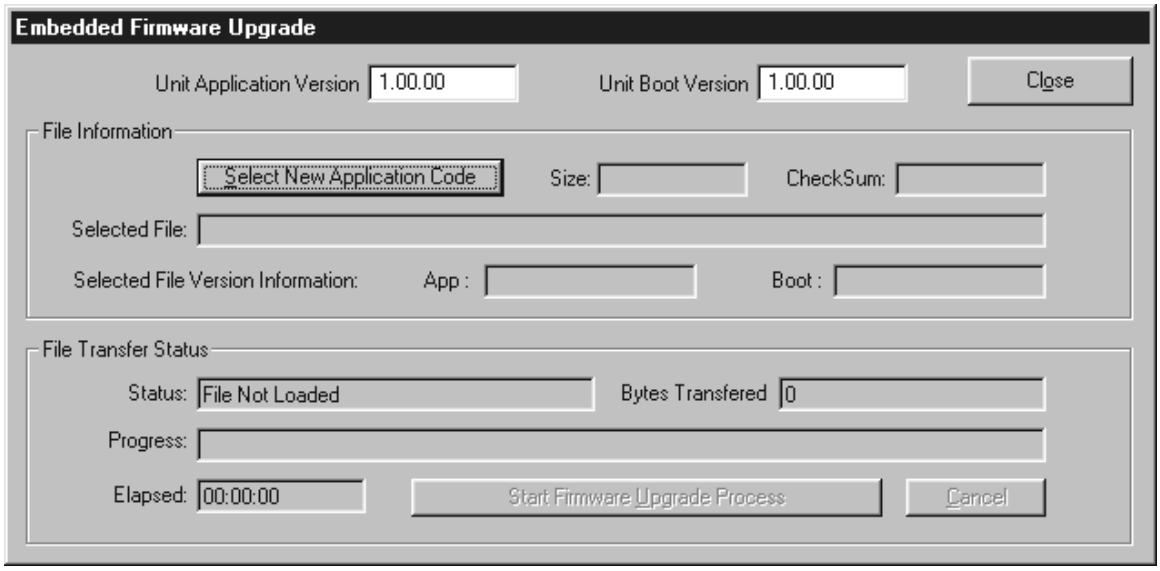

Figure 4-29. Embedded Firmware Upgrade Dialog Box
2. Click Configure on the menu bar and click Upgrade Embedded Firmware. When Upgrade Embedded Firmware is clicked, the Embedded Firmware Upgrade dialog box (Figure 4-29) appears.